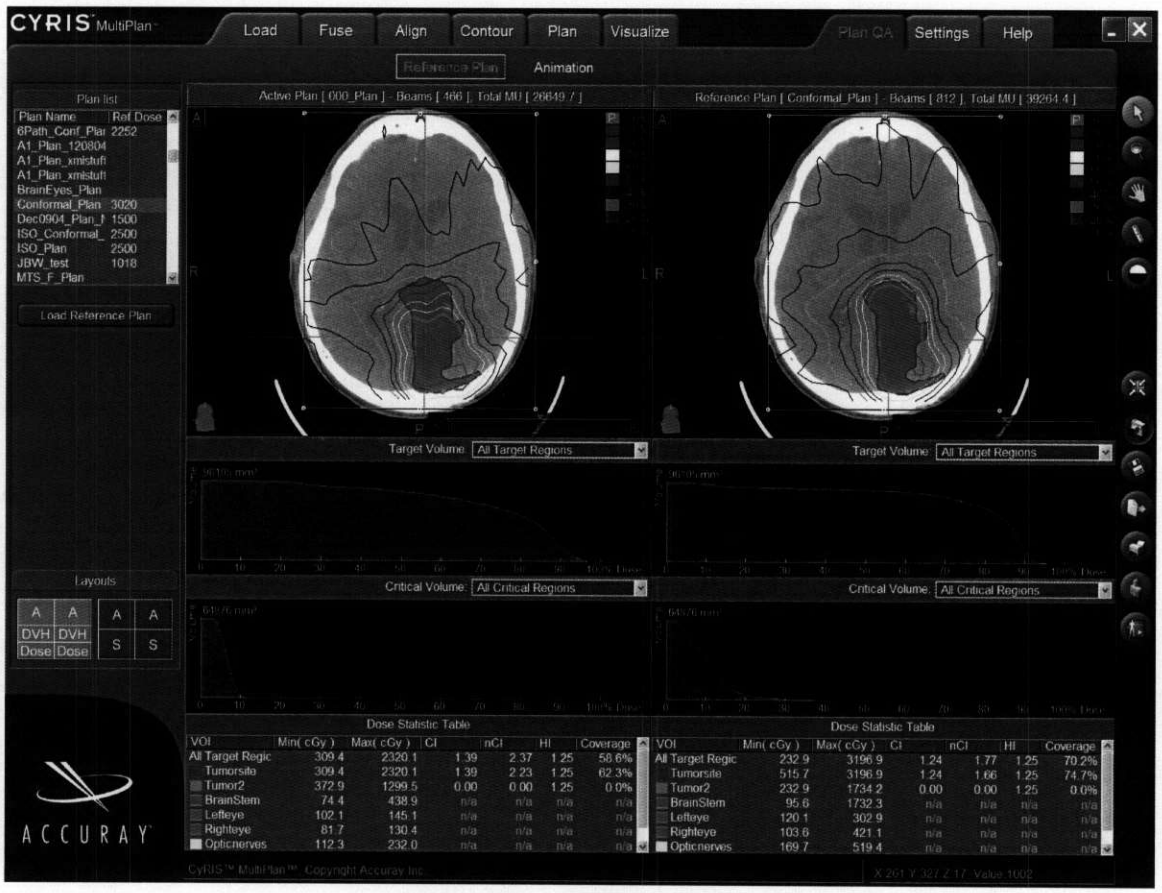

**Figure 58 Reference Plan**
*Figure 58 Reference Plan, page 84* shows the Reference Plan step. This step allows you to compare an active and a previously saved reference plan. When this task is entered you will see two columns of display windows. The left window is the active plan. The right window is the reference plan.